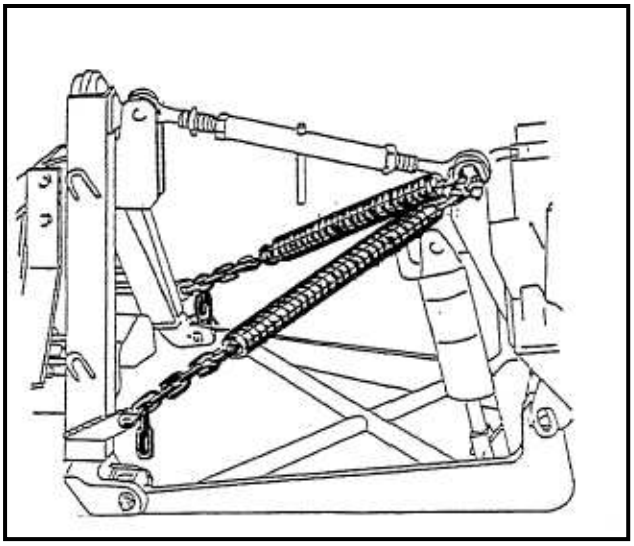

Abbildung 19
- Federentlastung traktorseitig aushängen (Abb. 19 oder 20).